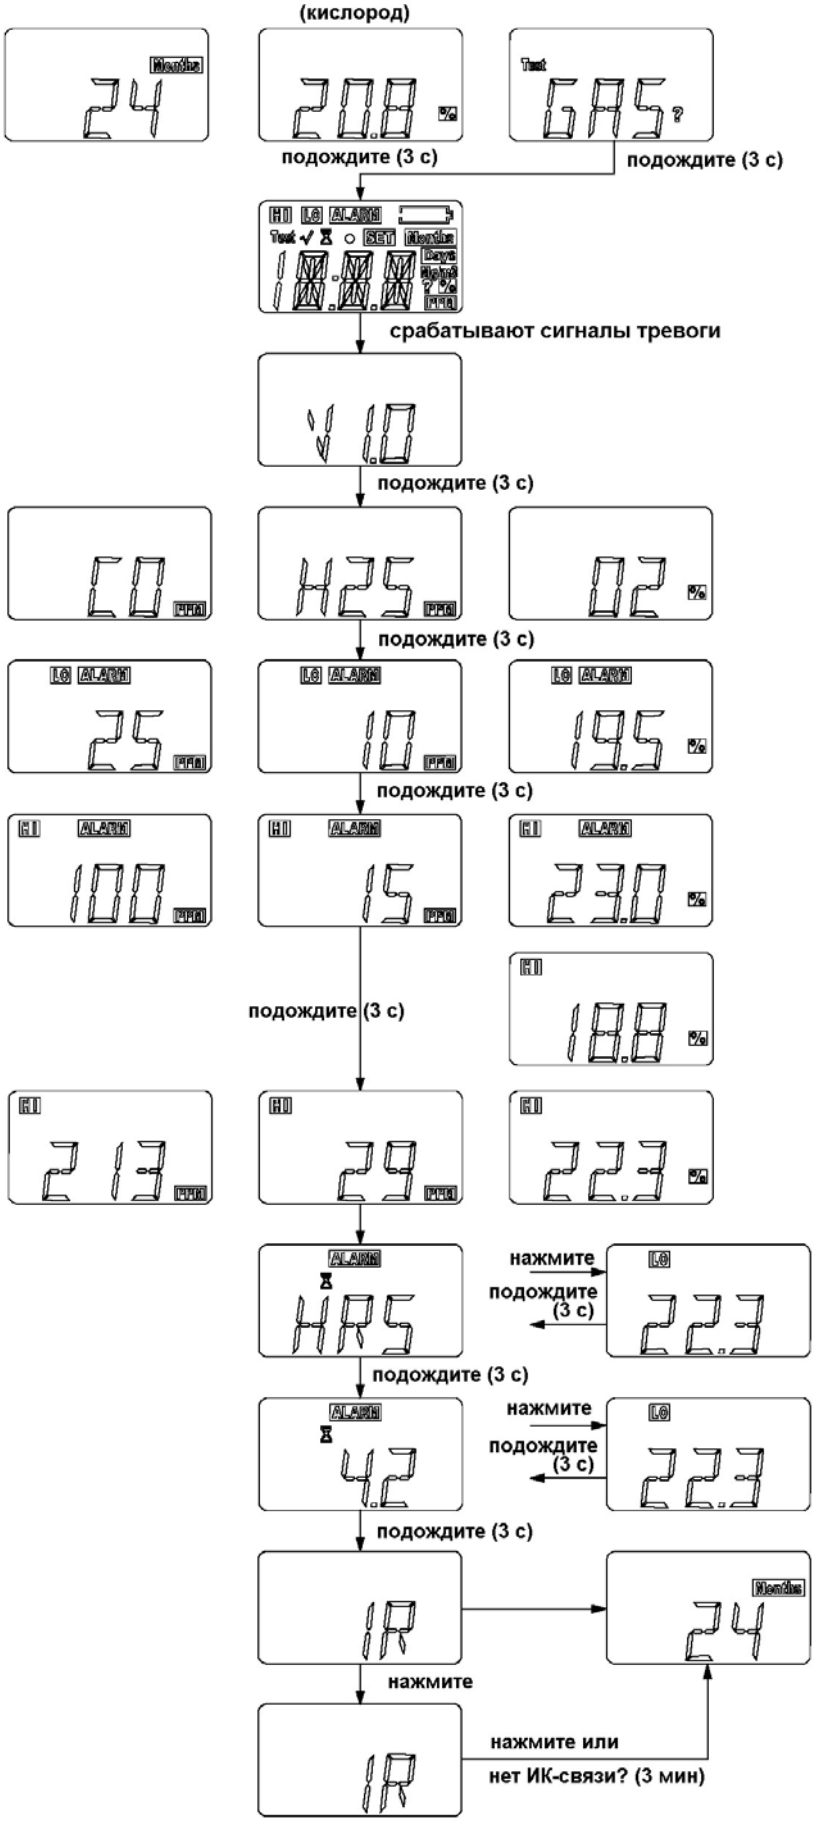

Рис.5 Считывание данных сигнализатора
(1) При нажатии кнопки [TEST] появятся введенные рабочие параметры (см. рис.5). Они включают: